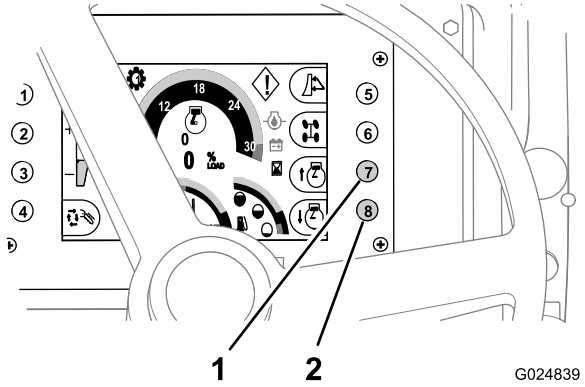

Figure 43
- Pour **monter** le régime moteur, appuyez sur le bouton 7 du centre de commande (Figure 43).
- Pour **baisser** le régime moteur, appuyez sur le bouton 8 du centre de commande (Figure 43).